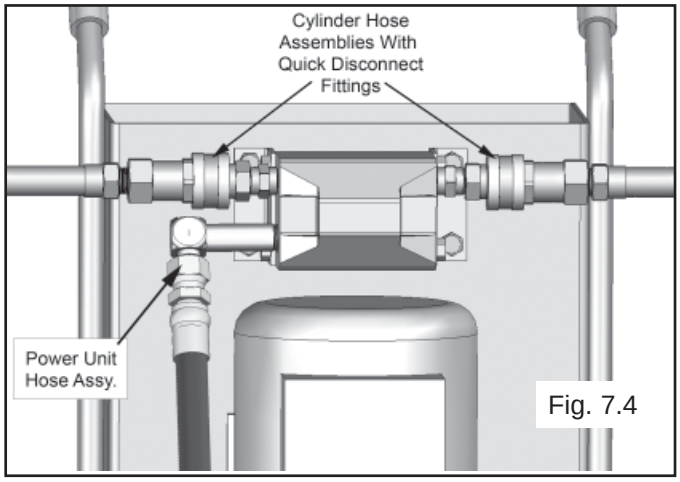

Fig. 7.4
4.Connect the other end of the Hoses to the Upper Quick Disconnect fittings on the Flow Divider. (See Fig. 7.4)